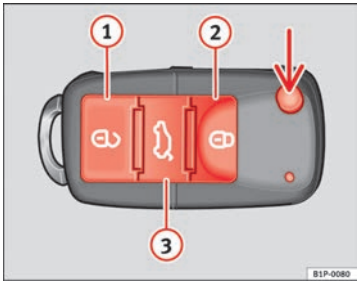

Fig. 64 Assignment of buttons on the remote control key
Using the button ⇒ fig. 64 (arrow) on the control, the key blade is released.
Unlocking the vehicle ⇒ fig. 64 1.
Locking the vehicle ⇒ fig. 64 2.
Unlocking the tailgate. Press button ⇒ fig. 64 3 until all the turn signals on the vehicle flash briefly. When the unlocking button 3 is pressed, you have 2 minutes to open the door. Once this time has passed, it will lock again.
Also, the battery indicator on the key ⇒ fig. 64, will flash.
When the button ⇒ fig. 64 1, is pressed once, the driver door is unlocked, all others remain locked.
Press the button ⇒ fig. 64 1 twice to unlock all doors. ▶
– Press the 🔓 ⇒ fig. 64 button on the remote control.